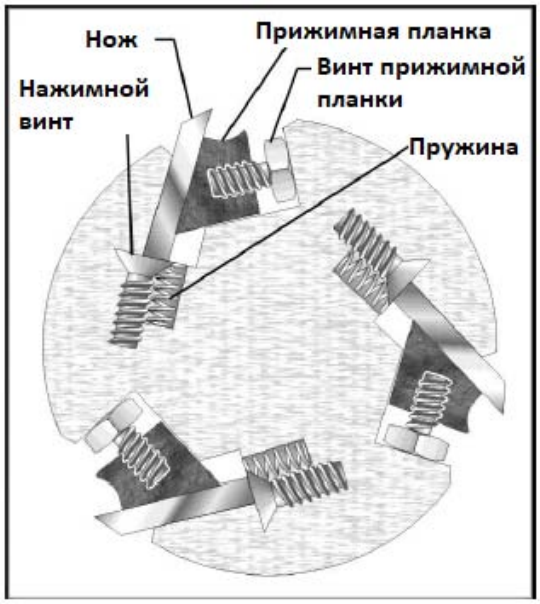

Рис. 28 (строгальный вал с прямым расположением ножей)
3. Извлеките старые ножи, ослабив винты с квадратной головкой с помощью 8 мм гаечного ключа. См. Рис. 28. Пружины вытолкнут нож, таким образом его будет проще извлечь. Выньте из строгального вала нож и прижимную планку.
4. Очистите паз, в котором располагаются нож и прижимная планка. Сложите новый нож и планку вместе и вставьте в паз вала. Убедитесь в правильной ориентации ножа, как показано на Рис. 28.